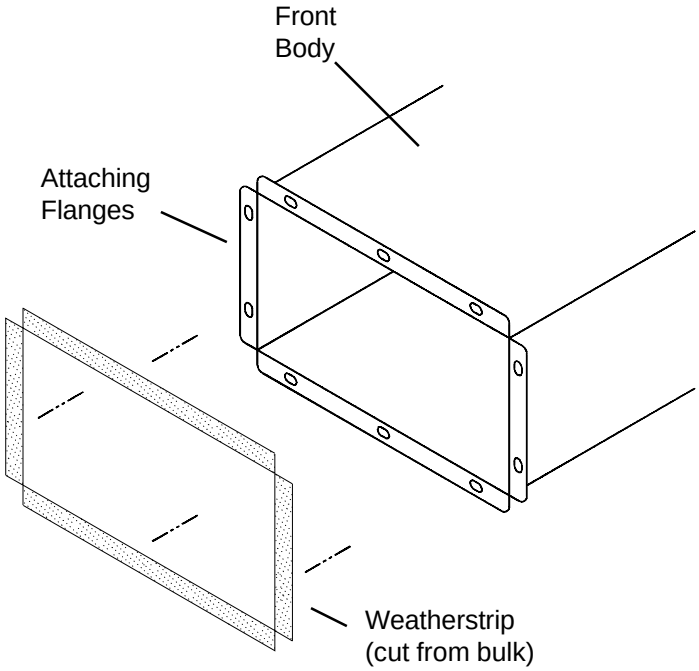

Figure 5. *Front Body Weatherstripping*
4. Cut and adhere Weatherstripping to fit the attaching flanges on the Front Body (*see Figure 5.*).